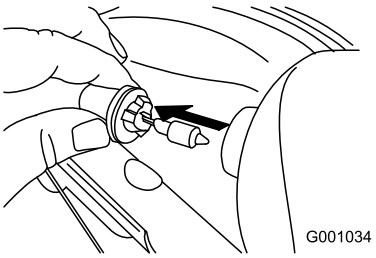

Рисунок 57
3. Выньте лампу прямо с тыльной части фары (Рисунок 57).